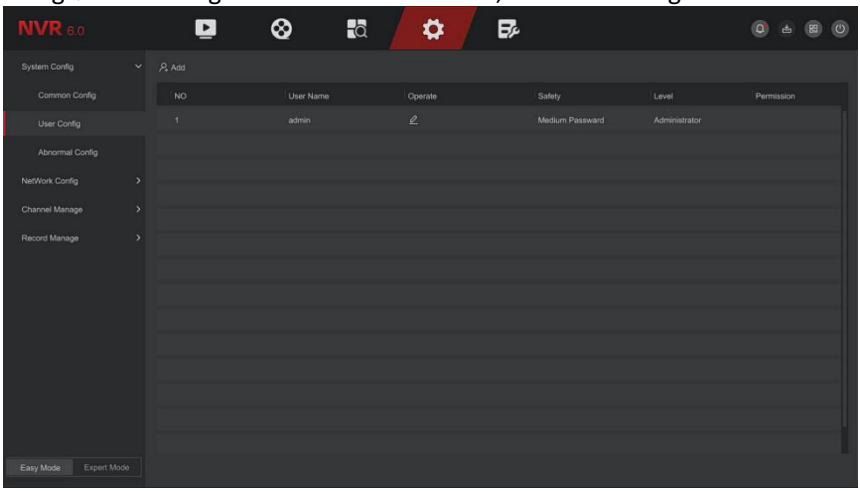

Figure 5-20
Step 1: In the main menu, choose "Config → Easy Mode → System Config→User Config" to enter User interface, as shown in Figure 5-20.